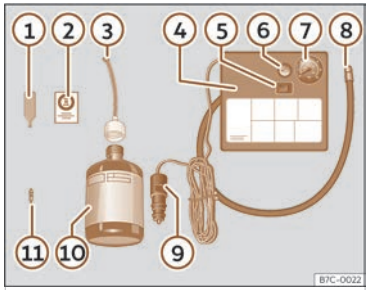

Fig. 207 Standard display: contents of the tyre mobility system.
The tyre mobility system is located underneath the floor covering in the luggage compartment. Includes the following components ››› **Fig. 207**:
- Unscrew the tyre valve cap and insert. Use the device ››› **Fig. 207** (1) to remove the valve cap. Place it on a clean surface.
- Shake the tyre sealant bottle vigorously ››› **Fig. 207** (10).
- Screw the tyre inflation hose ››› **Fig. 207** (3) into the tyre sealant bottle. The bottle's seal will break automatically.
- Remove the filler cap ››› **Fig. 207** (3) and screw the open end of the tube into the tyre valve.
- Replace the valve insert with the device ››› Fig. 207 ① onto the tyre valve.
- Screw the tyre inflation tube of the compressor ››› Fig. 207 ⑧ onto the tyre valve.
- Check that the air evacuation screw is closed ››› Fig. 207 ⑥.
- Attach the connector ››› Fig. 207 ⑨ to the vehicle's 12 volt power outlet ››› page 235.
- Switch on the air compressor with the ON/OFF switch ››› Fig. 207 ⑤.
- Attach the sticker ››› Fig. 207 ② to the instrument cluster display, within the driver's field of vision.
Screw in the inflator tube ››› Fig. 207 ⑧ again and check the pressure on the gauge ⑦.